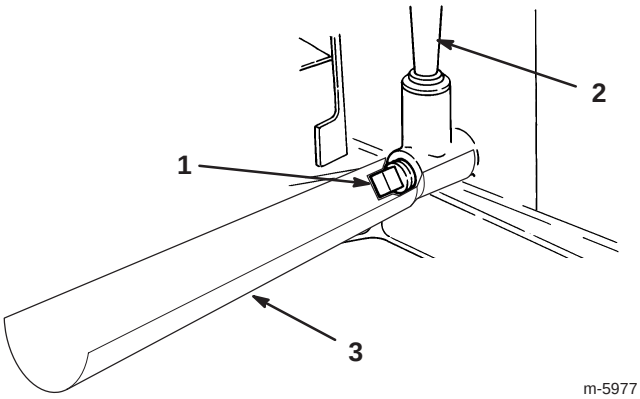

Figure 18
9. Placez l'entonnoir de vidange sous la jauge d'huile/le goulot de remplissage (Fig. 18).
11. Enlevez le bouchon de vidange (Fig. 18).